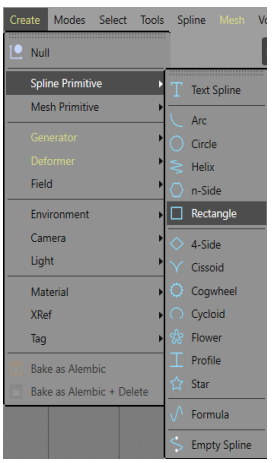

Figure 2-5 *Choosing* ***Rectangle*** *from the* ***Create*** *menu*
1. Choose **Create > Spline** from the main menu; a cascading menu is displayed. Next, choose **Rectangle** from it, as shown in Figure 2-5; a rectangle is created in all the viewports. Also, *Rectangle* is added to the Object Manager.